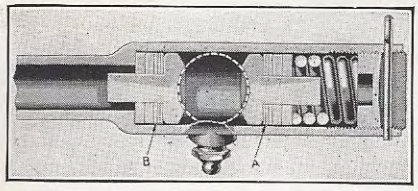

Figure 41
The Drag Link is of the adjustable bearing type. Shim packs are provided at the front and rear ends of the rear socket, see Fig. 41.
If wheels move to left with steering gear on high point, lengthen drag link by removing thin shims from rear pack (A), Fig. 41, at the rear of the drag link and add them to front pack (B).